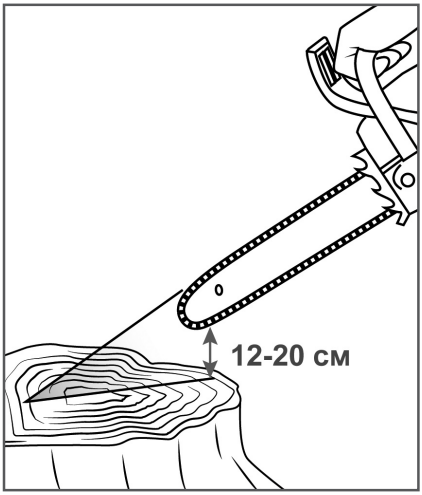

Рис. 13 Проверка подачи масла
2. Нажмите на рычаг газа и дайте двигателю поработать примерно 10-15 секунд на средних оборотах. Под шиной должен остаться четкий след от масла (Рис. 13).